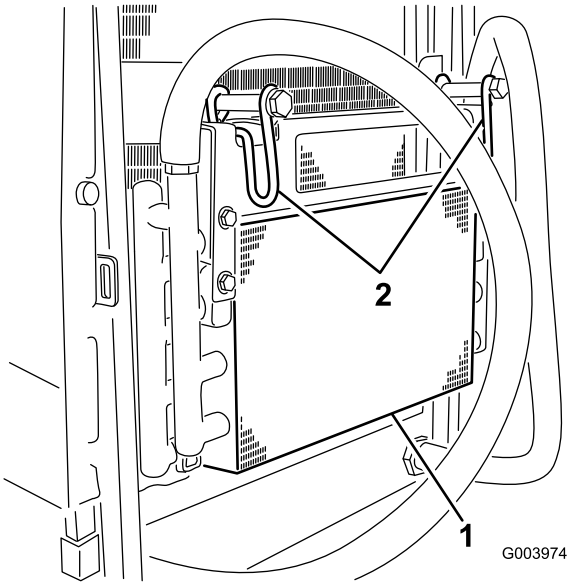

Figuur 65
5. Draai de vergrendelingen naar binnen om de oliekoeler los te maken (Figuur 65).